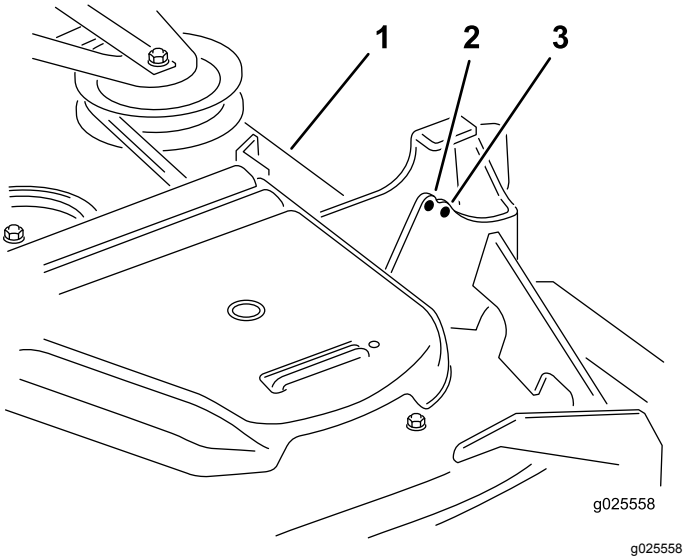

**Figuur 110**
**Opmerking:** Bij machines met achterafvoer wordt het maaidek in de fabriek bevestigd in de achterste gaten. Zie Figuur 110. Gebruik indien nodig de voorste gaten voor verdere afstelling wanneer u het maaidek horizontaal stelt.